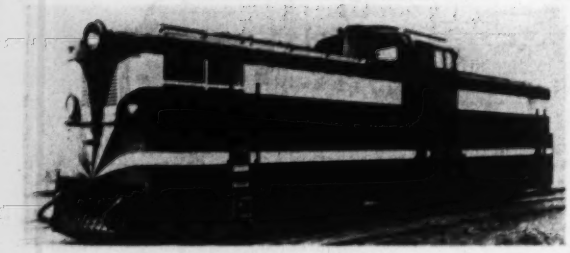

Fig. 16 A1A-A1A 1900-hp diesel-hydraulic locomotive for meter-gage service
The meter-gage diesel locomotive shown in Fig. 16, and described under item 2 of Table 2, is notable in that it is probably one of the most powerful single-unit diesel locomotives yet built for meter-gage service. Two engines, totaling 1900 hp, are provided, each driving through a hydraulic transmission to two axles of an A1A truck.